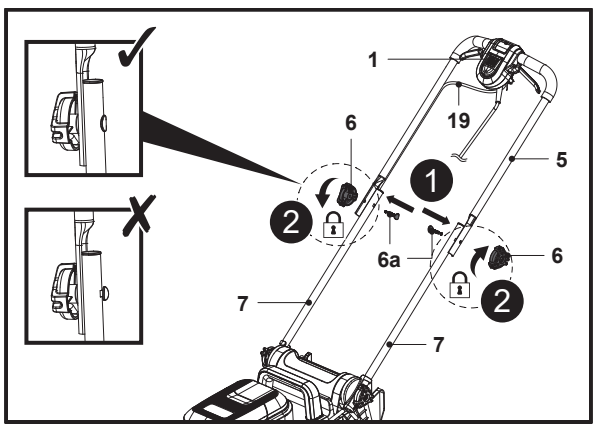

Fig. 3
1. Segure no guiador superior (5) com o botão do interruptor de segurança (1) virado para cima.
2. Alinhe os orifícios de fixação do guiador superior (5) e dos guiadores inferiores (7).
3. Passe o parafuso de fixação (6a) pelos orifícios de fixação até ao fim (Fig. 3, passo 1).
4. Fixe o guiador superior (5) com o guiador inferior (7) rodando o botão de bloqueio (6) para a direita na rosca do parafuso de fixação (6a) para apertar (Fig. 3, passo 2).
5. Certifique-se de que o cabo de controlo (19) percorre a parte superior do guiador superior (5) e o guiador inferior (7).